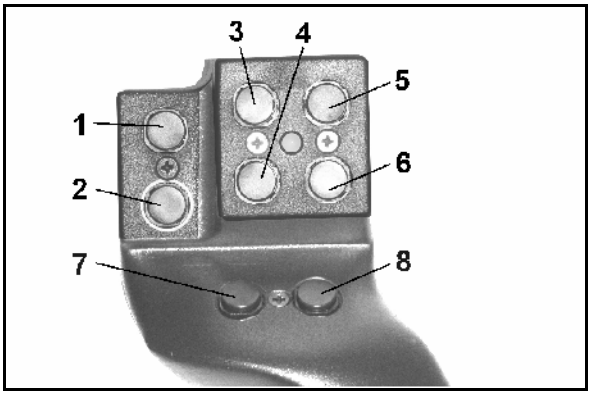
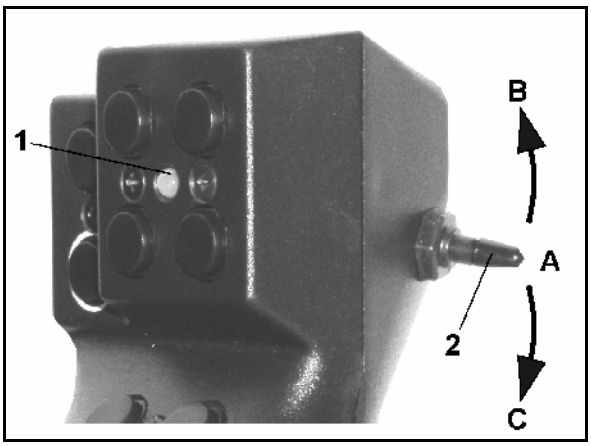

Fig. 54
Fig. 55
To operate the **AMATRON 3**, the multifunction stick (Fig. 54) has 8 buttons (1 - 8). In addition, the assignment of the keys can be changed 3-fold by means of a switch (Fig. 55/2).
- central position (Fig. 55/A) and can be pressed
- up (Fig. 55/B) or
- down (Fig. 55/C).
The position of the switch is indicated by an LED (Fig. 55/1).